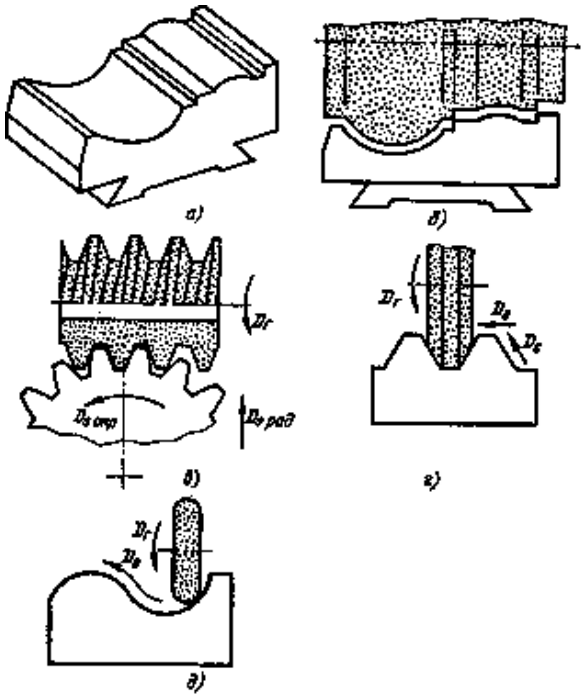

Рисунок 2– Схема обработки фасонных поверхностей
1) метод копирования (рисунок 2, а, б), при котором профиль круга соответствует профилю детали;
2) метод огибания профиля на заготовке рабочей поверхностью круга за счет относительного движения обкатки (рисунок 2,в);
3) метод эквидистантного шлифования, при котором движение подачи круга осуществляется по траектории, эквидистантной по отношению к шлифуемому профилю (рисунок 2, *г, д).*